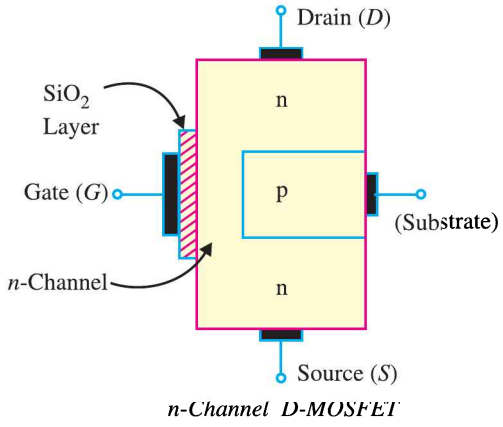

Fig. 19.43
1. D-MOSFET. Fig. 19.43 shows the constructional details of *n*-channel *D-MOSFET*. It is similar to *n*-channel *JFET* except with the following modifications/remarks :
(i) The *n*-channel *D-MOSFET* is a piece of *n*-type material with a *p*-type region (called *substrate*) on the right and an *insulated gate* on the left as shown in Fig. 19.43. The free electrons ($\because$ it is *n*-channel) flowing from source to drain must pass through the narrow channel between the gate and the *p*-type region (*i.e.* substrate).